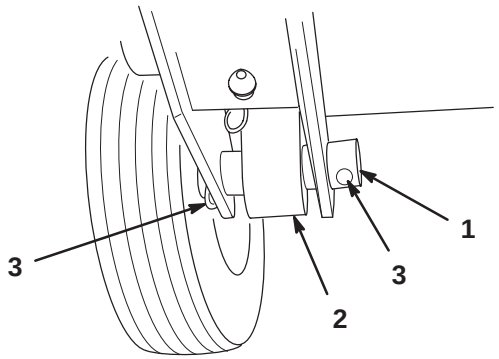

Figure 3
2. Spacer (2)
5. Mount the rear of the lift arm to the lift cylinder with a pivot pin and 2 cotter pins (supplied with the traction unit) (Fig. 3).